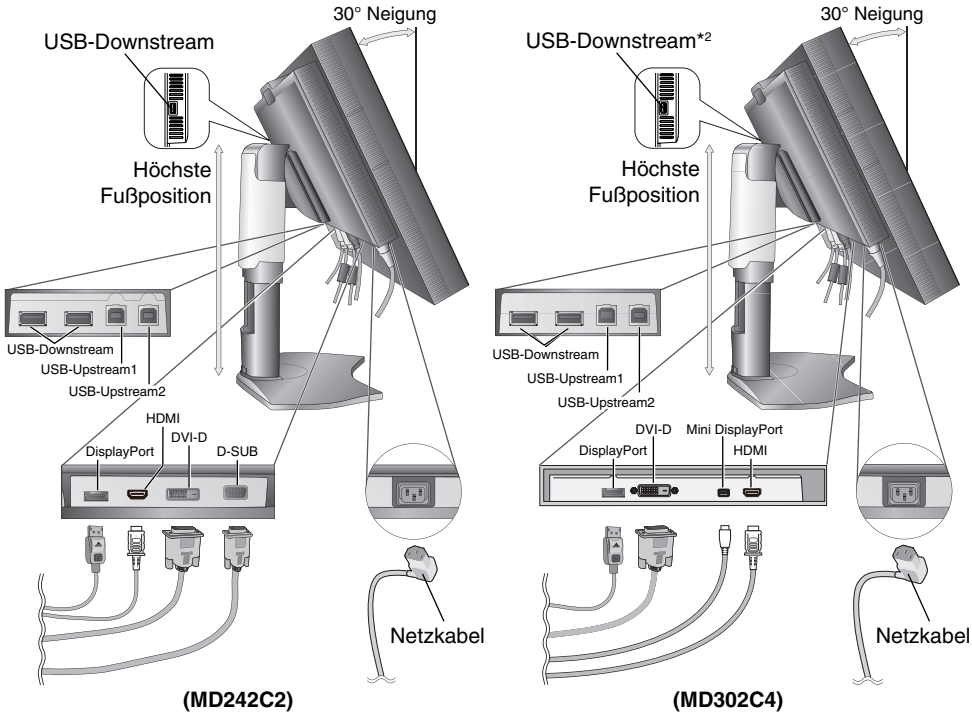
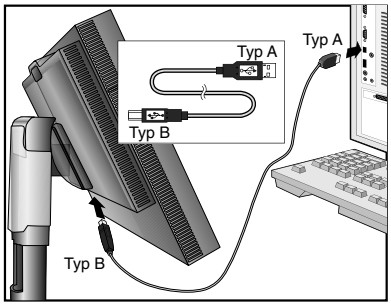

Abbildung C.1
Abbildung C.1a
4. Verbinden Sie alle Kabel mit den entsprechenden Anschlüssen (**Abbildung C.1**). Verbinden Sie den Anschluss des Typs B mit dem USB-Upstream-Port auf der hinteren rechten Seite des Monitors und den Anschluss des Typs A mit dem Downstream-Port am Computer (**Abbildung C.1a**). Wenn Sie das Kabel eines USB-Geräts verwenden, müssen Sie es in einen der Downstream-Ports des Monitors einstecken.